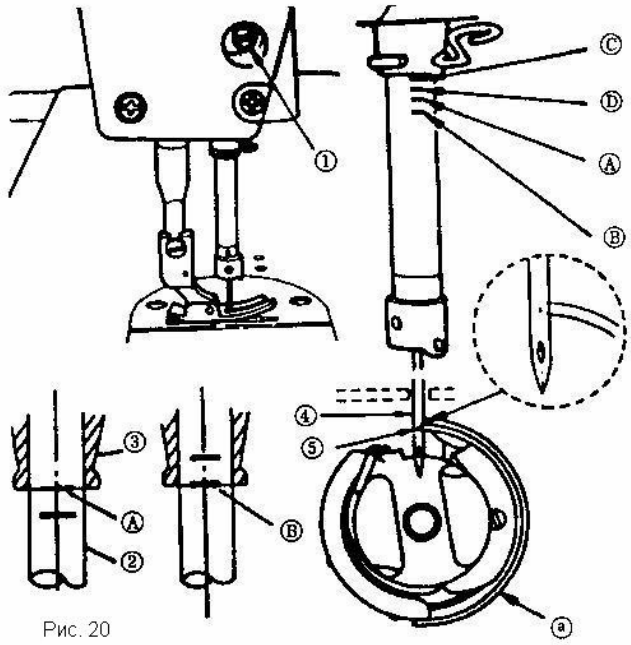

Рис. 20
14. СООГЛАСОВАНИЕ ИГЛА – ЧЕЛНОК (Рис. 20).